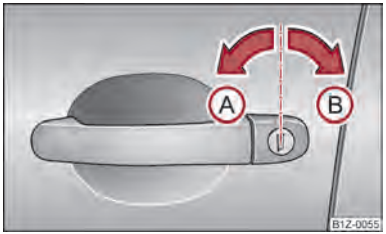

Fig. 12 Turning the key for unlocking and locking the vehicle
– Turn the key in the locking cylinder of the driver's door in the direction of travel (unlock position) Ⓐ ⇒ fig. 12.
– Turn the key in the locking cylinder of the driver's door in the opposite direction of travel (lock position) Ⓑ ⇒ fig. 12.